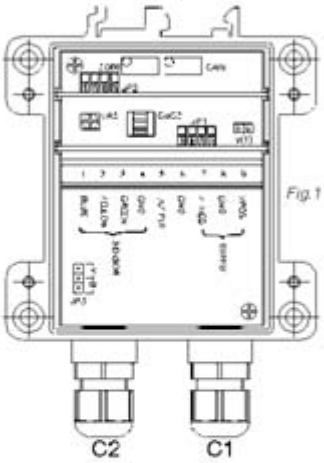

Fig.1
Step 1 Remove the four retaining screws to release the cover. Note the position of the gasket in the cover. Identify the Sensor Calibration Module Card **(SCMC)** supplied with the transducer. Insert the **SCMC** card into position **JP1**. (See Fig.1)
Unscrew cable glands **C1** & **C2**. (See Fig.1). See note [4] regarding cable diameter.
Step 3 Pass the transducer cable through gland **C2** into **'SENSOR'** zone on **EICT** board. Connect the transducer to the terminals on the **EICT** board, as indicated below and shown in Fig.1 & Fig. 5.
Step 4 Locate 'jumper' **JP3** on **EICT** board (see Fig.1). This determines the 'sense' of the voltage/current output with respect to the transducer core position. Locate the 'jumper' in the required position (See Fig. 2). The **EICT** is factory set with **JP3** in position **'A'**.
Step 5 Locate **JP2** on **EICT** board (see Fig.1).
Module **(VM)** output option card is required) then remove 'jumper' from **JP2** and store on **V(T) LINK PARK** terminals. (see **Fig.1**)
Remove 'jumper' from **JP2** and store on **V(T) LINK PARK** terminals. (see Fig.1) Insert Current Module **(CM)** output option card into position **JP2**. Change DMM (already connected between terminals 5 & 4) range settings to measure a **4 - 20mA** current output. Power up **EICT**.